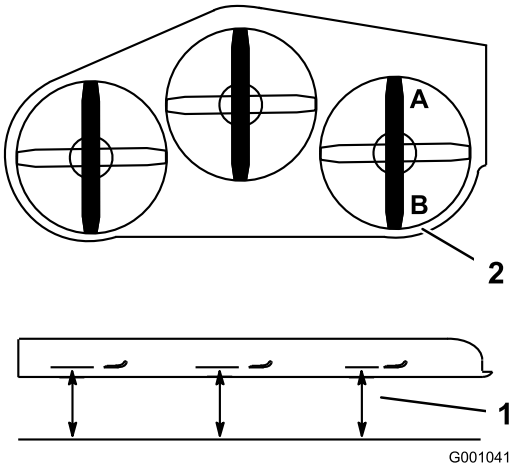

Figuur 82
1. Zet het rechter maaimes in de schuinstand (Figuur 82).
2. Meet het rechter mes bij punt **A**. Meet de afstand tussen een horizontaal oppervlak en de snijrand van het maaimes (Figuur 82).
4. Meet het rechtermes bij punt **B**. Meet de afstand tussen een horizontaal oppervlak en de snijrand van het maaimes (Figuur 82).
6. Het maaimes moet 6 tot 10 mm lager staan bij punt **A** dan bij punt**B** (Figuur 82). Indien dit niet het geval is, gaat u als volgt te werk.